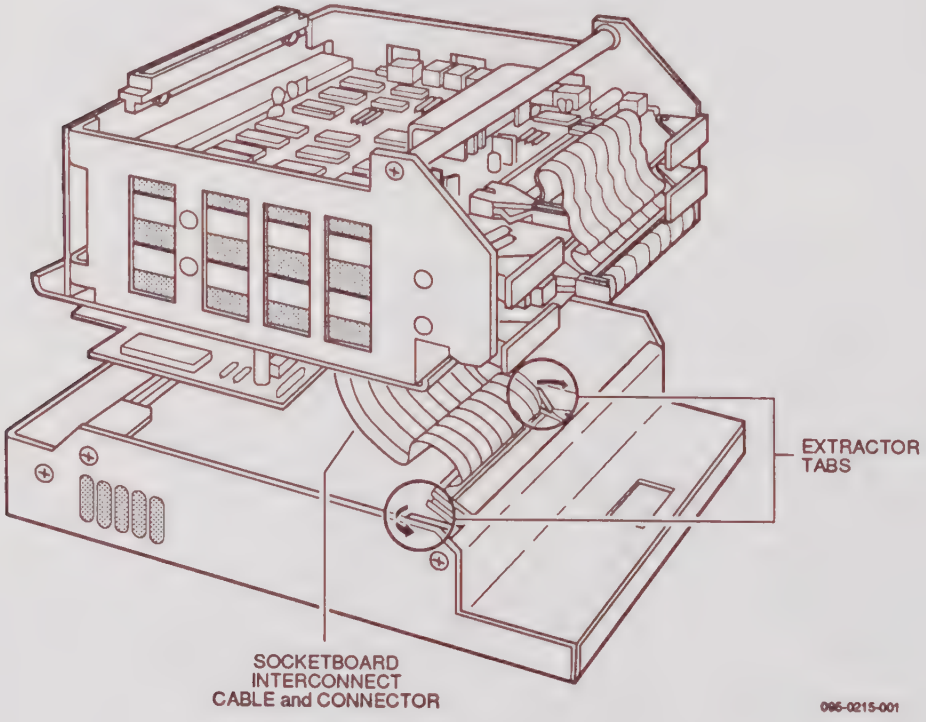

Figure 2. Socketboard Interconnect Cable
5. Lift the card cage up and out of its top cover until you can see the socketboard interconnect cable (see Figure 2). Do not detach the socketboard interconnect cable.